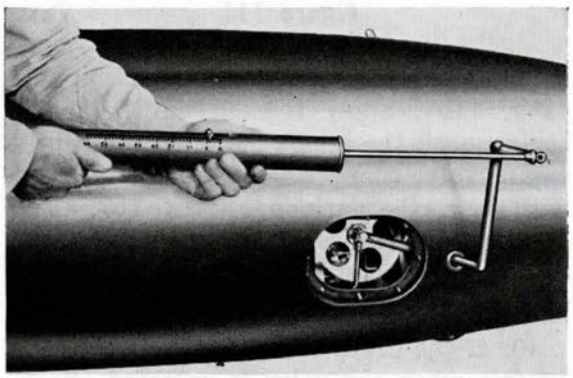
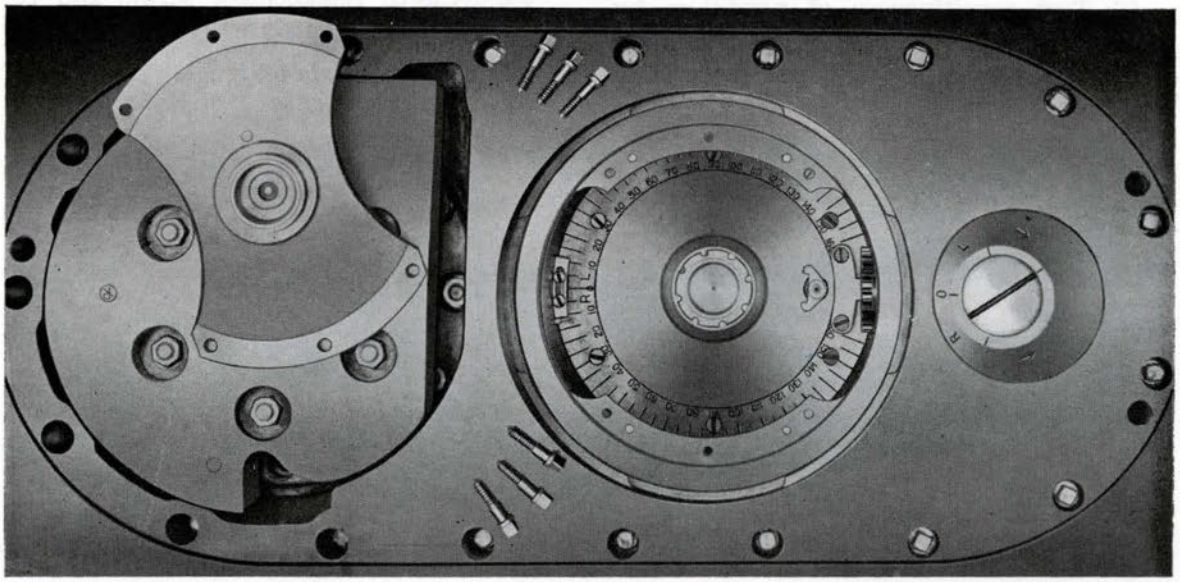
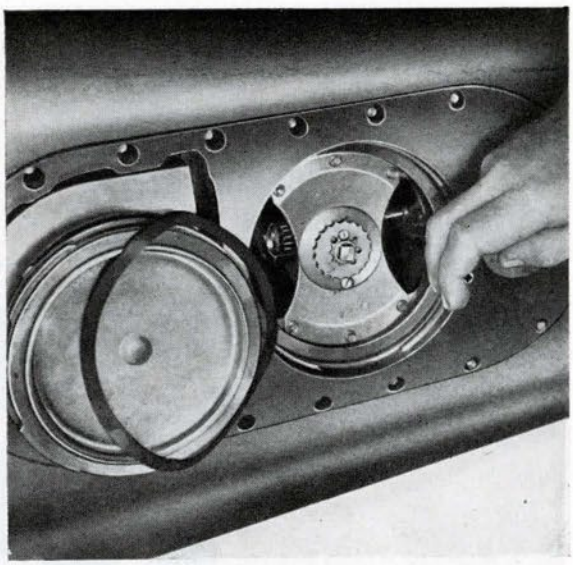

Figure 115
Figure 116
Figure 117
52. Replace water-compartment filling plug. (11)
53. Replace forward gyro index gear assembly. (444)
54. Check torque required to turn socket (Fig. 115). The torque should be not more than five foot-pounds. (227-227A, 98)
57. Turn angle-setting device extremely (160 degrees) to the left and right from the outside setting socket to insure that there is no interference. (444)
58. Check coincidence of zero in pot with the outside index (Fig. 116). It is essential that these correspond. (444)
60. Remove propeller lock and turn propellers by hand to move pallet and cam pawls to extreme after position, away from the gyro (Fig. 116). Replace propeller lock.
61. Inspect and oil [two drops of oil (A)] gyro top bearing, using syringe furnished.
64. Inspect and oil [two drops of oil (A)] gyro bottom bearing. Install gyro bottom head with zero marks coinciding. (Note 1). (205A-246)
67. Lock and unlock gyro by hand. Note that centering pin releases freely and without a kick (Fig. 117). Grasp outer gimbal ring and, by lifting, note if there is any clearance between top and bottom bearings. If there is no clearance, the gyro may have been installed slightly canted and forced up against the side of the top bearing when setting up on the bottom head screws. (205A-246)